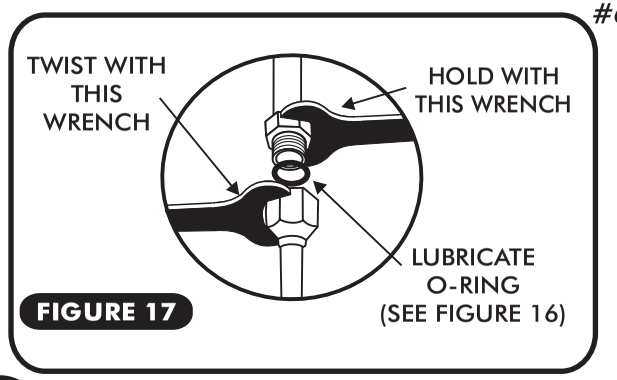
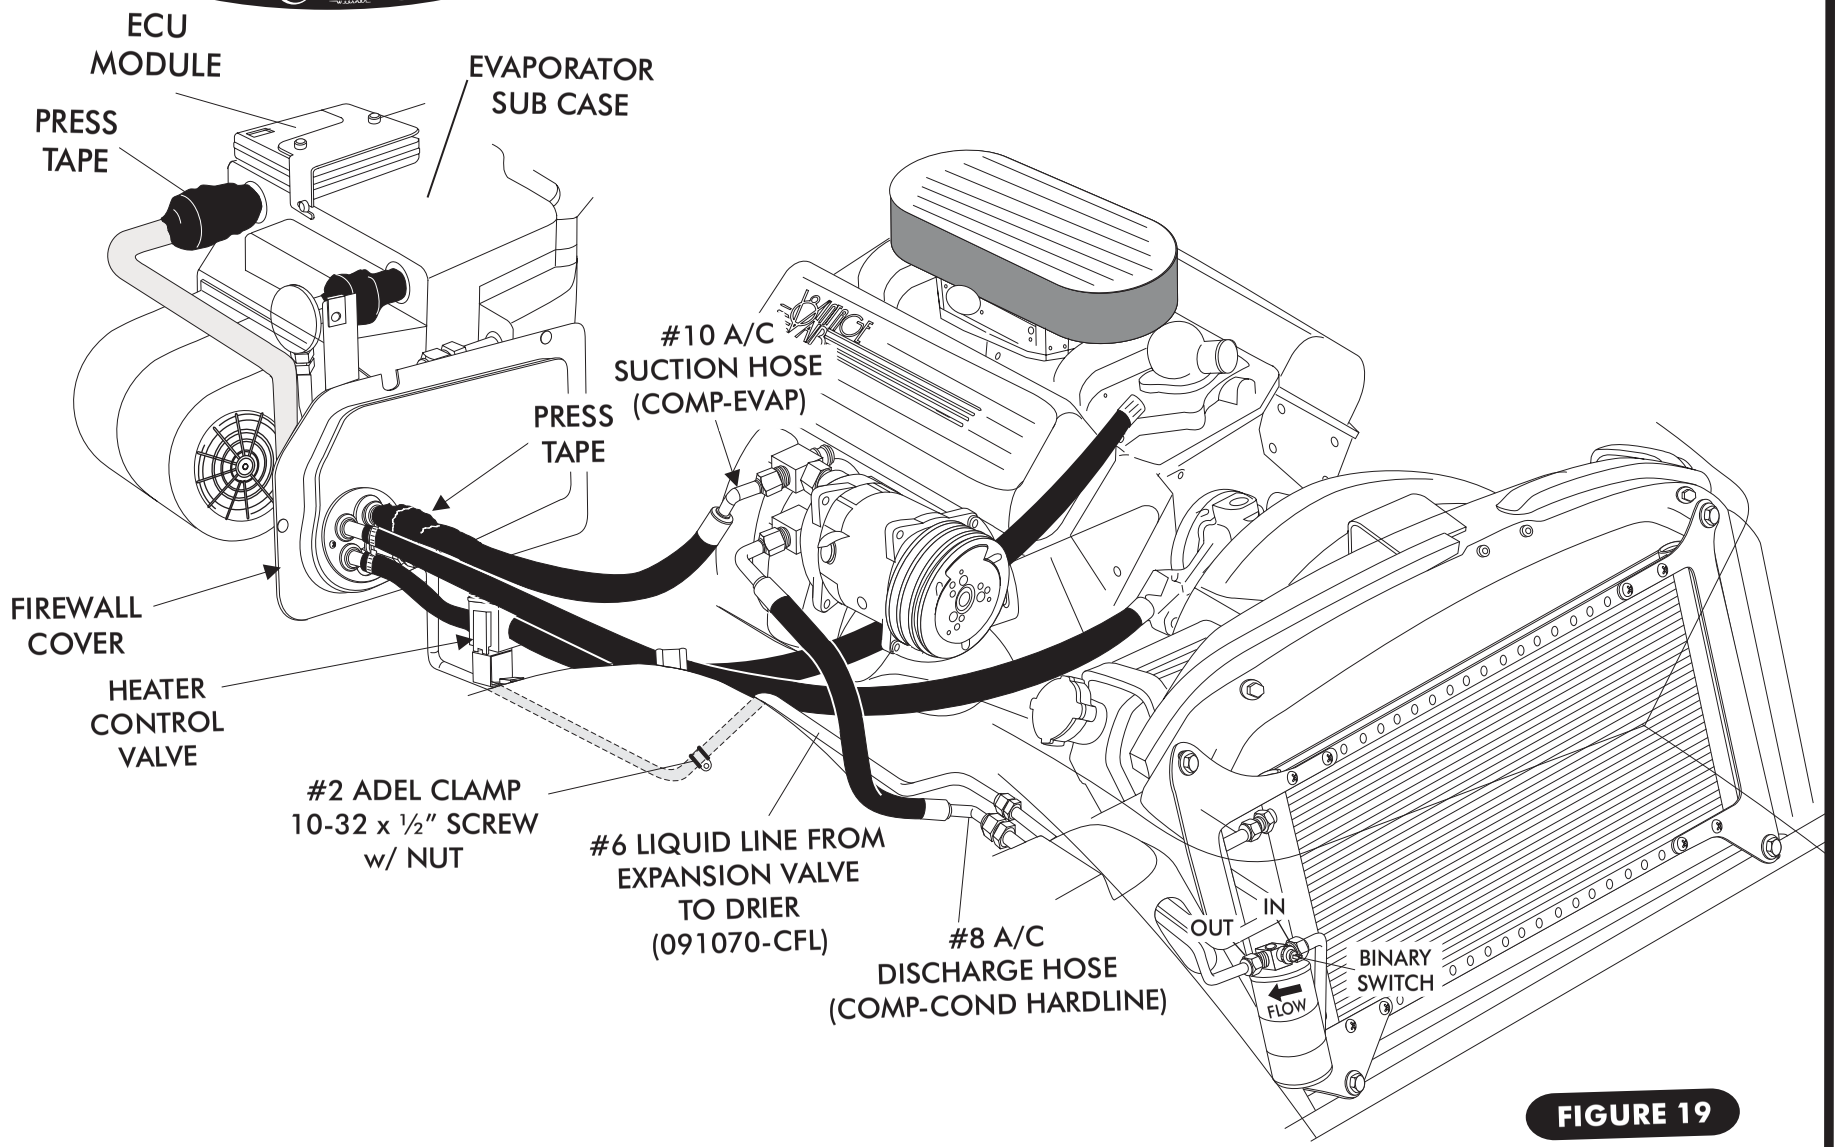

FIGURE 17
FIGURE 19
- ☐ ON A WORK BENCH, INSTALL EVAPORATOR REAR BRACKET, AND INSTALL EVAPORATOR HARDLINES WITH PROPERLY LUBRICATED O-RINGS. (SEE FIGURE 17, PAGE 18, AND FIGURES 22, PAGE 22.)
- ☐ LOCATE THE #8 COMPRESSOR A/C HOSE. LUBRICATE (2) #8 O-RINGS (SEE FIGURE 16, PAGE 18) AND CONNECT THE 90° FITTING TO THE #8 DISCHARGE PORT ON THE COMPRESSOR AND ROUTE THE STRAIGHT FITTING TO THE #8 CONDENSER HARDLINE COMING THROUGH THE CORE SUPPORT SEE FIGURE 18, PAGE18. TIGHTEN EACH FITTING CONNECTION AS SHOWN IN FIGURE17, PAGE 18.
- ☐ LOCATE THE #10 COMPRESSOR A/C HOSE. LUBRICATE (2) #10 O-RINGS (SEE FIGURE 16, PAGE 18) AND CONNECT THE 135° FITTING TO THE #10 SUCTION PORT ON THE COMPRESSOR AND ROUTE THE STRAIGHT FITTING TO THE #10 EVAPORATOR HARDLINE COMING THROUGH THE FIREWALL SEE FIGURE 18, PAGE 18. TIGHTEN EACH FITTING CONNECTION AS SHOWN IN FIGURE 17, PAGE 18. ***(NOTE: WRAP THE #10 FITTING CONNECTIONS AT FIREWALL WITH PRESS TAPE. SEE FIGURE 18, PAGE 18.***
- ☐ LOCATE THE #6 EVAP/COR HARDLINE AND LUBRICATE (2) #6 O-RINGS (SEE FIGURE 16 , PAGE 18) AND CONNECT THE HARDLINE TO THE #6 HARDLINE COMING THROUGH THE CORE SUPPORT FROM DRIER. ATTACH THE OTHER END OF THE HARDLINE WITH LUBRICATED ORING TO THE #6 EVAPORATOR HARDLINE COMING THROUGH THE FIREWALL. SEE FIGURE 18, PAGE18. TIGHTEN EACH FITTING CONNECTION AS SHOWN IN FIGURE 17, PAGE 18. USE A #2 ADEL CLAMP TO SECURE THE #6 EVAP/CORE HARDLINE TO THE INNER FENDERWELL AS SHOWN IN FIGURES 18 & 19 PAGES 18 & 19. SECURE THE ADEL CLAMP TO THE INNER FENFER USING A 10-32 x ½" MACHINE SCREW AND NUT.
- ☐ LOCATE THE #8 COMPRESSOR A/C HOSE. LUBRICATE (2) #8 O-RINGS (SEE FIGURE 16, PAGE 18) AND CONNECT THE 90° FITTING TO THE #8 DISCHARGE PORT ON THE COMPRESSOR AND ROUTE THE STRAIGHT FITTING TO THE #8 CONDENSER HARDLINE COMING THROUGH THE CORE SUPPORT SEE FIGURE 19, PAGE 19. TIGHTEN EACH FITTING CONNECTION AS SHOWN IN FIGURE17, PAGE 18.
- ☐ LOCATE THE #10 COMPRESSOR A/C HOSE. LUBRICATE (2) #10 O-RINGS (SEE FIGURE 16, PAGE 18) AND CONNECT THE 90° FITTING TO THE #10 SUCTION PORT ON THE COMPRESSOR AND ROUTE THE STRAIGHT FITTING TO THE #10 EVAPORATOR HARDLINE COMING THROUGH THE FIREWALL SEE FIGURE 19, PAGE 19. TIGHTEN EACH FITTING CONNECTION AS SHOWN IN FIGURE 17, PAGE 18. ***(NOTE: WRAP THE #10 FITTING CONNECTIONS AT FIREWALL WITH PRESS TAPE. SEE FIGURE 18, PAGE 18.***
- ☐ LOCATE THE #6 EVAP/COR HARDLINE AND LUBRICATE (2) #6 O-RINGS (SEE FIGURE 16, PAGE 18) AND CONNECT THE HARDLINE TO THE #6 HARDLINE COMING THROUGH THE CORE SUPPORT FROM DRIER. ATTACH THE OTHER END OF THE HARDLINE WITH LUBRICATED ORING TO THE #6 EVAPORATOR HARDLINE COMING THROUGH THE FIREWALL. SEE FIGURE 18, PAGE18. TIGHTEN EACH FITTING CONNECTION AS SHOWN IN FIGURE 17, PAGE 18. USE A #2 ADEL CLAMP TO SECURE THE #6 EVAP/CORE HARDLINE TO THE INNER FENDERWELL AS SHOWN IN FIGURES 18 & 19 PAGES 18 & 19. SECURE THE ADEL CLAMP TO THE INNER FENFER USING A 10-32 x ½" MACHINE SCREW AND NUT.